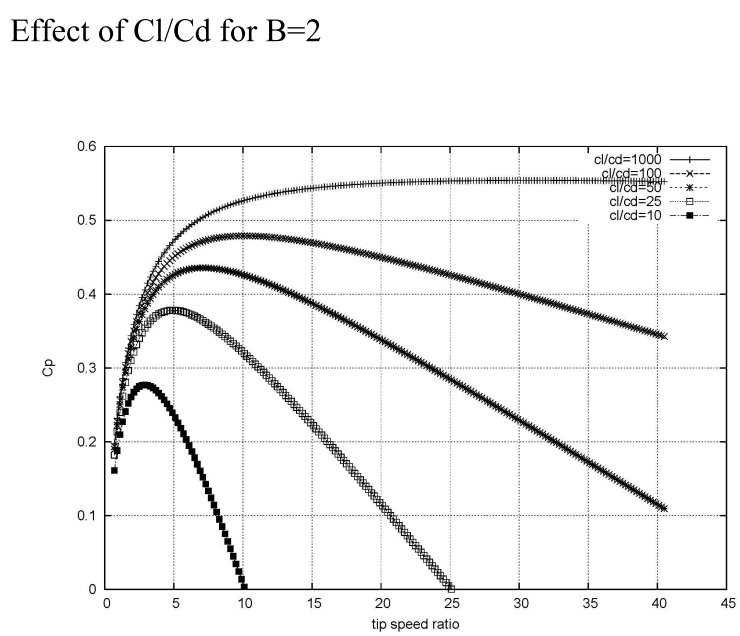

Figure 2: Approximate relation for C_P versus λ for two-bladed optimum rotors.
The optimum design of a rotor is a function of the tip speed ratio λ. Figure 2 shows C_P as function of λ for different values of C_l/C_d.
7. By the aid of figure 2 and of the airfoil polar curves, choose a target value of C_l/C_d and next an operating tip speed ratio. Next compute the Reynolds number based on an approximate chord length $Re_c = cV_{rel}/\nu$. Argue for your choice of tip speed ratio.